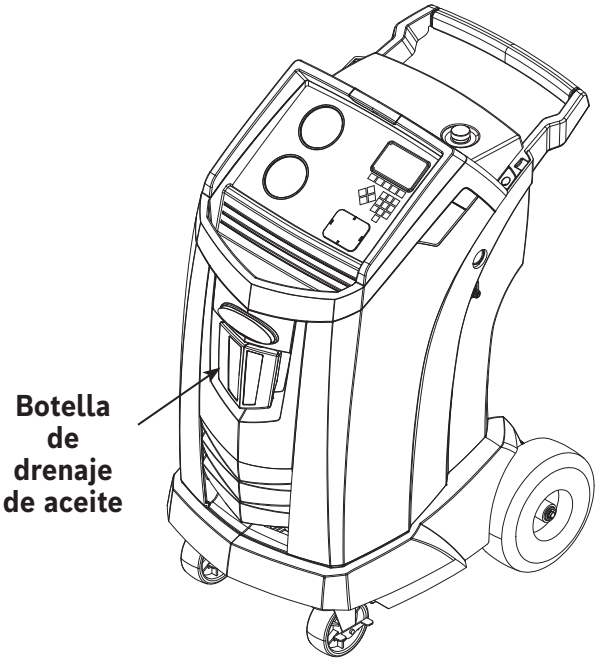

Figura 4
3. Retire la botella de drenaje de aceite (consulte la Figura 4) de la máquina Robinair. Drene la botella de aceite y deseche el aceite de acuerdo con las regulaciones respectivas. Vuelva a instalar la botella de drenaje de aceite en la parte delantera de la máquina.